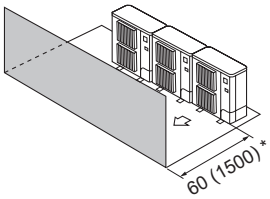

Fig. 2-14
③ Obstacles à l'avant (Fig. 2-14)